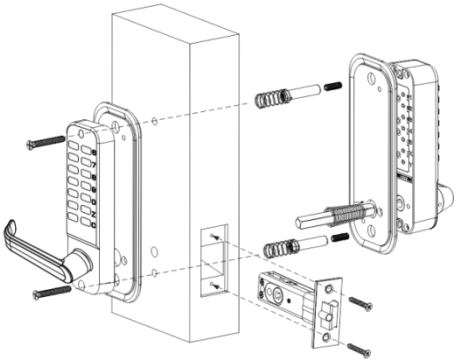

FIG8B
5)42~65mm thick door installation,of the front panel lock,and Insert the other end into the hole on the back panel.After installation,use the accompanying rubber gasket and mounting screws.(as Fig 8B)